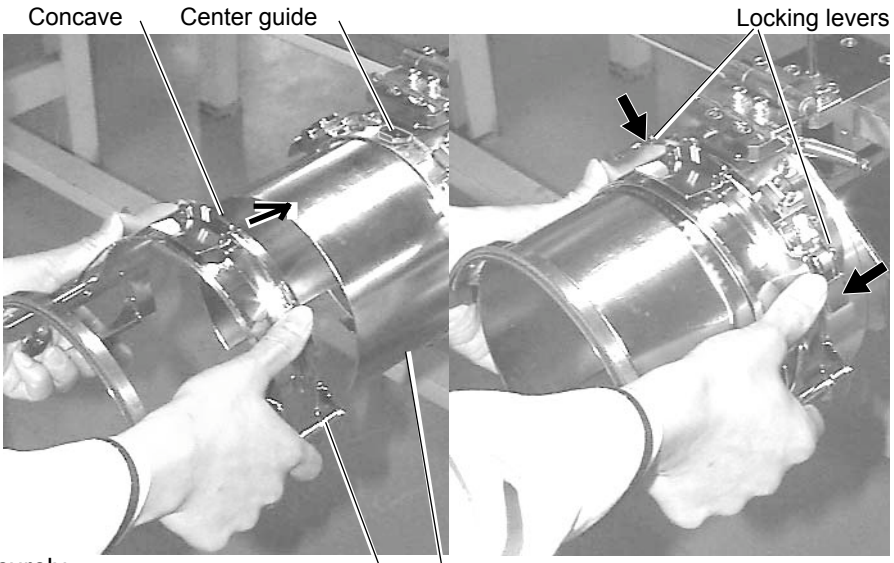

Fig. 5
2. As shown in Fig. 5, hold cap frame with both hands and place on cap stretcher. By pushing locking levers at 2 places with fingers, place cap frame so that center guide of cap stretcher fits in concave area of cap frame.
8. As shown in Fig. 5, place the cap holder frame the cap drive frame assembly.